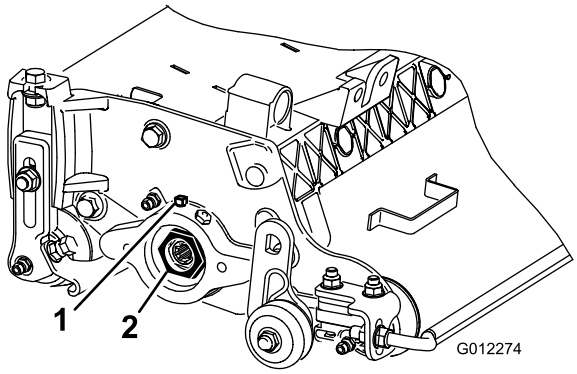

Figur 10
A. Løsn den eksterne sætskrue, der fastgør lejets justeringsmøtrik til lejehuset, der er placeret på venstre side af klippeenheden (Figur 10).